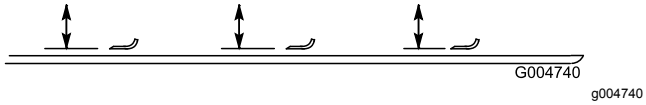

Bild 137
4. Drehen Sie die Messer, bis die Enden nach vorne und hinten zeigen und messen Sie von der Innenseite des Mähwerks bis zur Schnittkante an der Vorderseite des Messers (Bild 137).